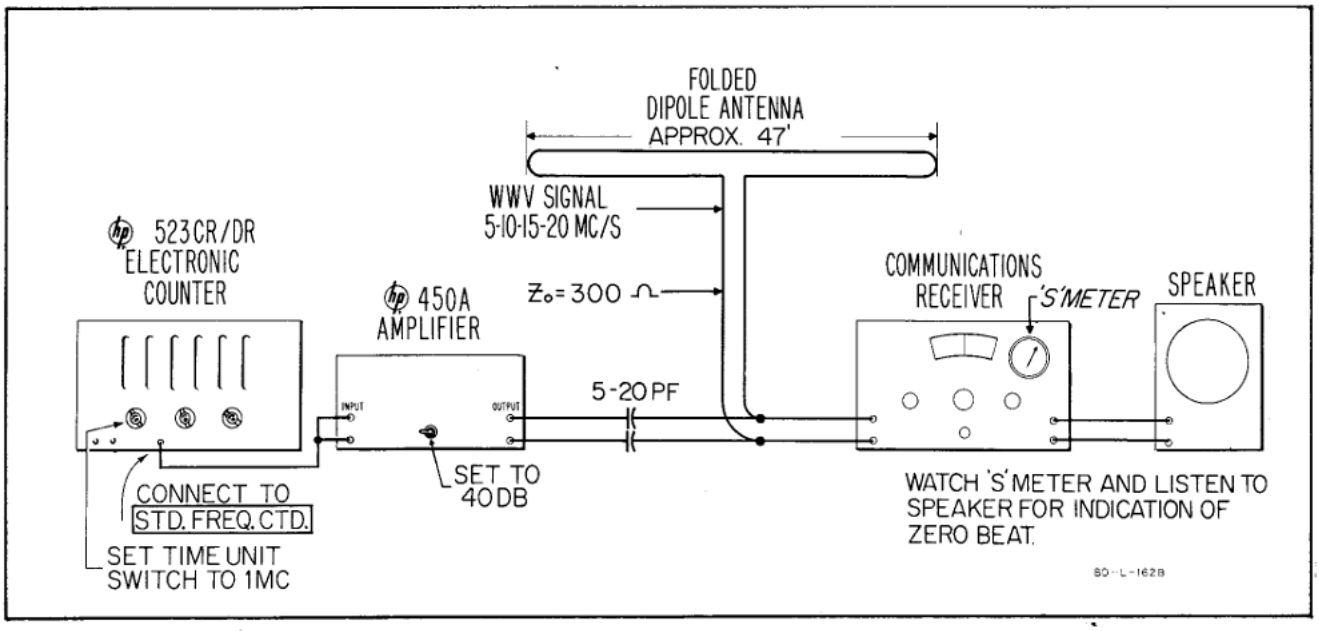

Figure 5-1. Equipment Setup for Checking Oscillator against WWV
b. Connect equipment as shown in figure 5-1. Use unshielded wire to connect the 5 to 20 pf capacitors between the antenna and Model 450A output. The Model 450A is overdriven to provide adequate harmonics.